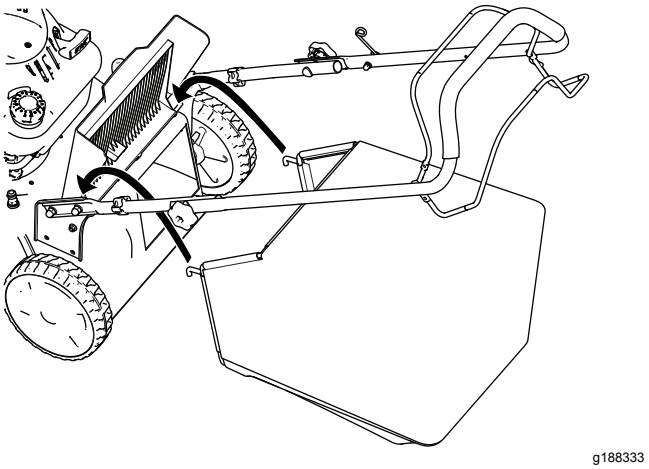

Figuur 17
2. Zet de achterklep omhoog en houd hem in deze stand (Figuur 17).
3. Plaats de grasvanger en zorg ervoor dat de pennen van de zak in de inkepingen op de handgreep rusten (Figuur 17).
1. Zet de achterklep omhoog en houd hem in deze stand (Figuur 17).